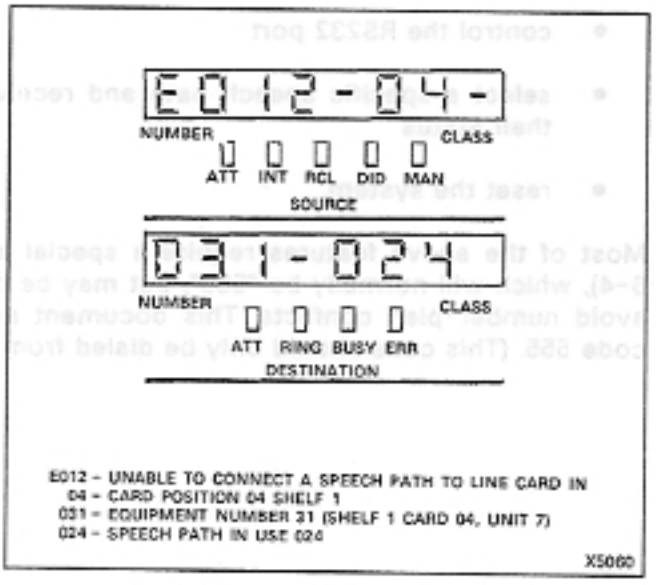

Figure 4-8 Typical Error Display
4.52 Error Codes: The error codes (Table 4-4) displayed on the console indicate the card causing the malfunction and the type of malfunction. Figure 4-8 shows a typical error display and its interpretation. Figure 4-9 shows the equipment numbers and card positions. The alarm may be cancelled and removed from the console by dialing * 8 # (assuming the use of * as the Supervisor function), then pressing the RELEASE button. This will remove the alarm from the console but will not debusy the affected circuit. To display the remain-